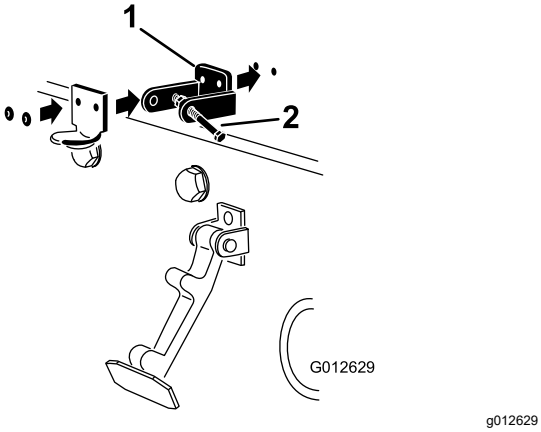

Figuur 5
4. Plaats de beugel van de CE-vergrendeling en de beugel van de motorkapvergrendeling op de motorkap en lijn de montageopeningen uit (Figuur 5).
6. Bevestig de beugels en de ringen met de popnagels aan de motorkap (Figuur 5).